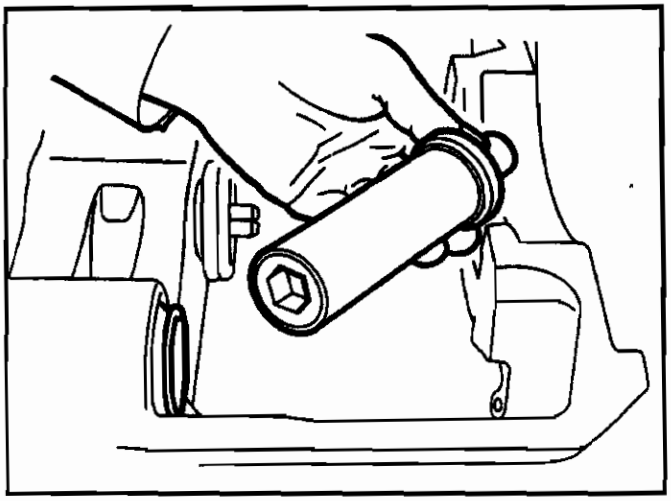

Figure 12.
4. Assemble NEW guide pin bolts into the guide sleeves and carefully install the guide sleeves into the new caliper housing (Figure 12). Installing the guide pin bolts into the guide sleeves, before they are installed into the housing prevents a build-up of grease on the guide sleeve/bolt head faces. Grease build-up could affect the torque level of the guide pin bolts on final tightening